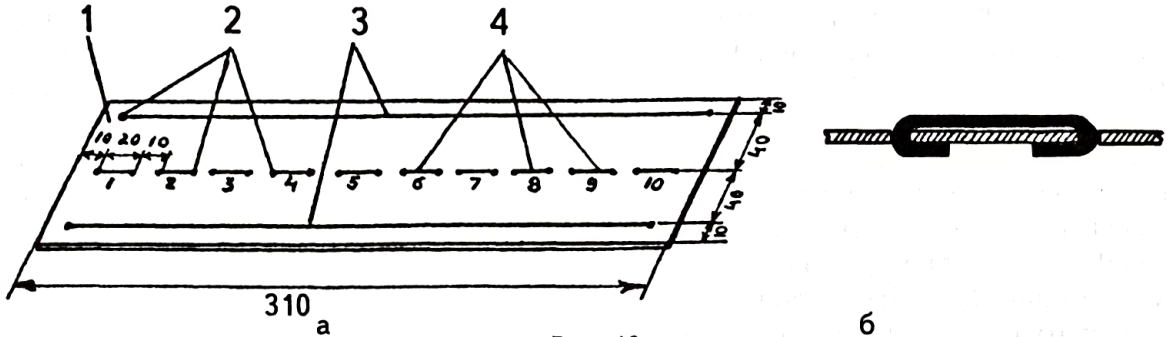

Рис. 10
2. Для сборки конструкции приемника посредством электрической пайки способом навесного монтажа необходимо изготовить самодельную плату (рис. 10, *а*). Она состоит из жесткого диэлектрика – картона, фанеры, текстолита (мы делаем из ДВП). В пластине *1* делают отверстия *2*, в которые встав-
ляют залуженные медные провода диаметром около 1 мм. Концы проводов длиной 10 мм на обратной стороне платы загибают навстречу друг другу (рис. 10, *б*). Длинные провода *3*, протянутые по краям платы, образуют шины для подключения питания, короткие провода *4* между ними — опорные площадки для соединения деталей между собой.